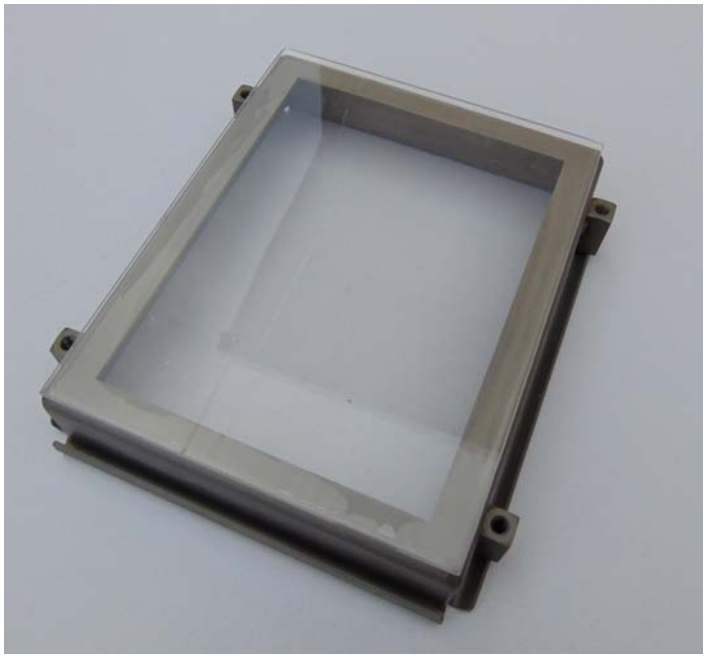

Fig. 6 – Step 1: Place Glass with Siligel on the bottom edge of the vat
1) After applying the Siligel on the base of glass (note: **first clean the glass very well**), **following the usual procedure**, place the glass (Siligel side) on the bottom of the vat (see Fig. 6). For details, please refer to the “Kit-refill-Siligel” manual.